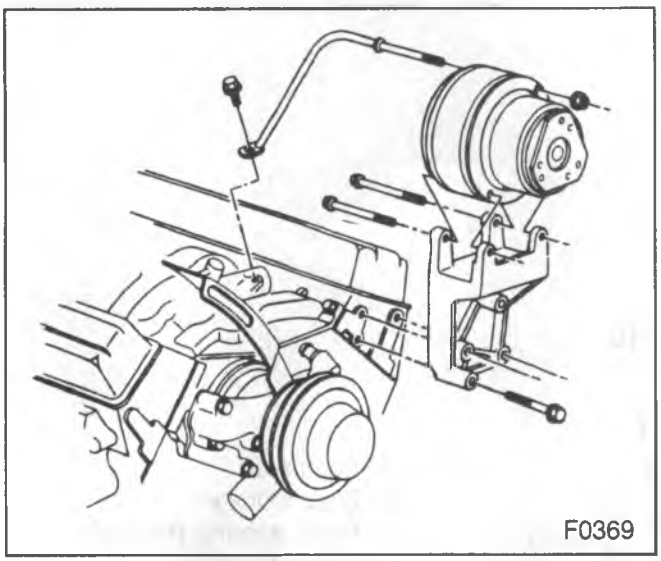

Figure 57 – P Model 5.7L Engine Compressor Installation
2. Compressor Installation – refer to figure 57 and 58.